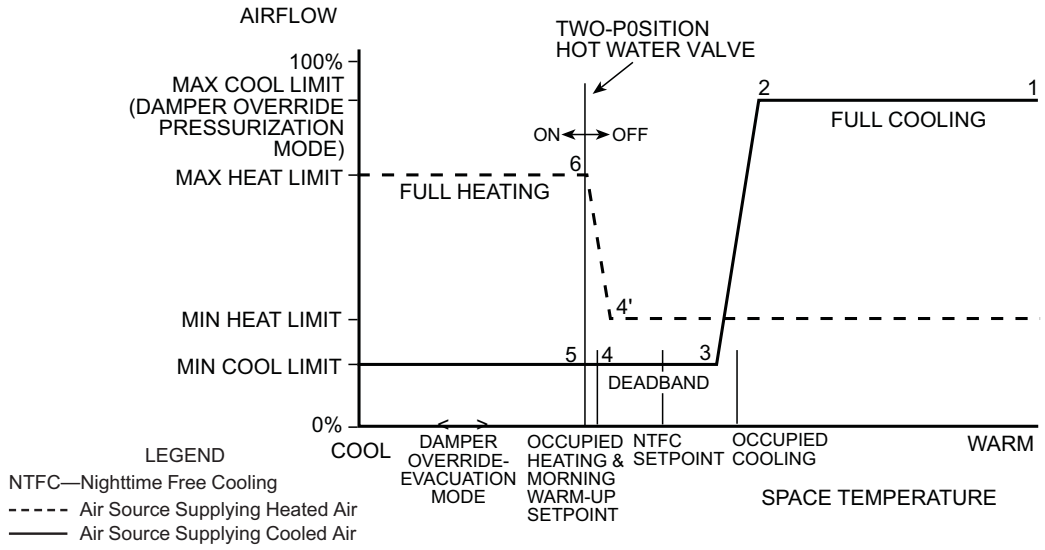

Figure 2 - Sequence of Operation for Series Fan Powered Air Terminal With Two-Position Hot Water Heat
C. Heating: (when the primary air source is providing heated air, refer to numbers on flow diagram). See Fig. 2.